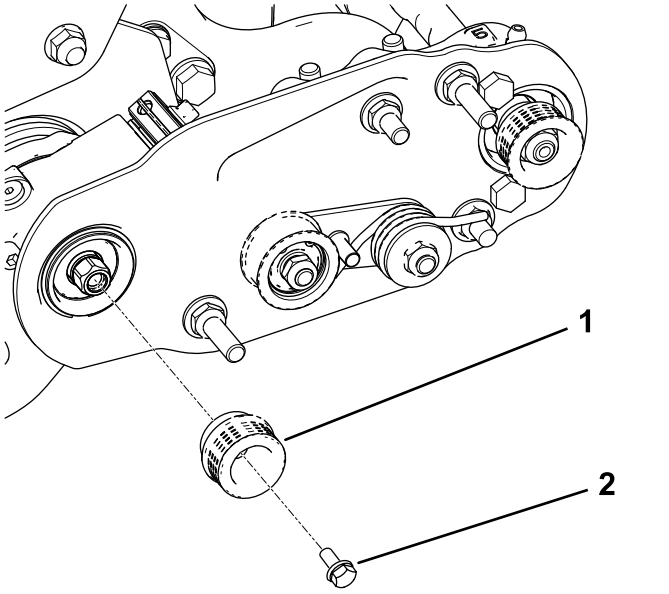

Figura 15
2. Instale la polea motriz en el eje del groomer (Figura 15).
3. Aplique fijador de roscas azul al perno con arandela prensada, y utilice el perno para sujetar la polea al eje motor; consulte Figura 15.